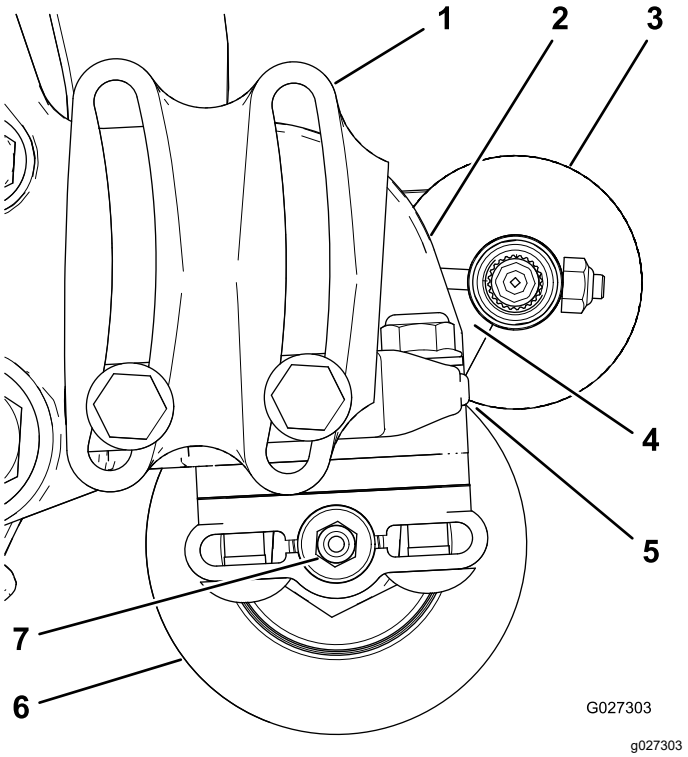

Figura 14
2. Posizionate la spazzola per rullo in modo che tocchi o appoggi appena sul rullo posteriore (Figura 14).